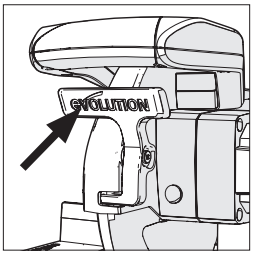

Fig. 18
- Presione la palanca de bloqueo de la protección inferior para liberar el cabezal de corte **(Fig. 18)**.